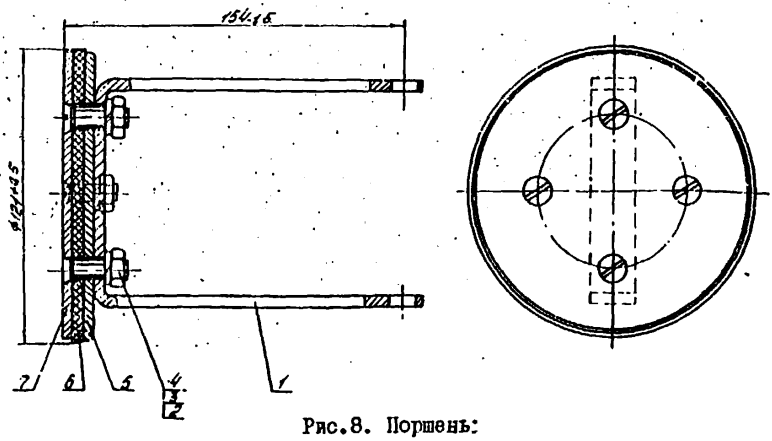

Рис.8. Поршень:
07.2. Отвернуть гайки 4 (рис.8) и разобрать поршень.